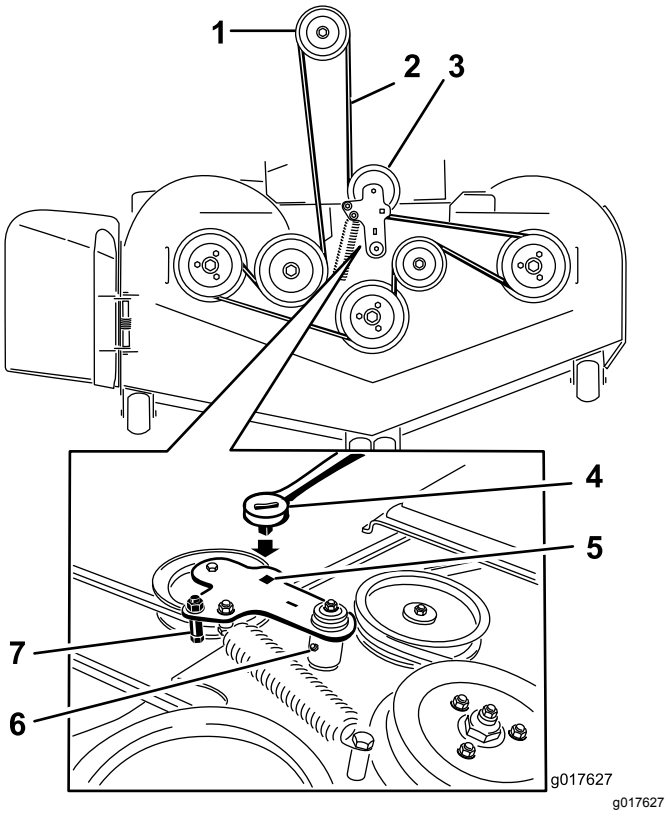

Bild 61
5. Setzen Sie eine Ratsche in das rechteckige Loch im Spannarm ein, um die Spannung an der Spannscheibenfeder zu lösen (Bild 61).
7. Nehmen Sie die Riemenschutzvorrichtung am gefederten Spannarm ab (Bild 61).
9. Verlegen Sie den neuen Riemen um die Mähwerk- und Bremsspannscheiben unter dem Motor (Bild 61).
10. Legen Sie die Riemenführung auf den Spannarm (Bild 61).
11. Setzen Sie die Spannscheibenfeder mit der Ratsche im rechteckigen Loch ein (Bild 61).